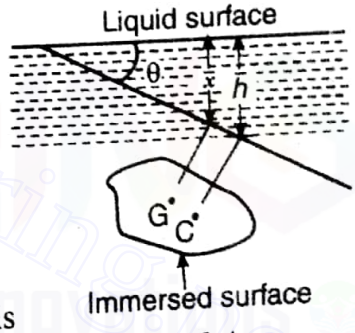

Fig. 3.4
3. *Inclined immersed surface.* The total pressure on an inclined surface, as shown in Fig. 3.4, is given by